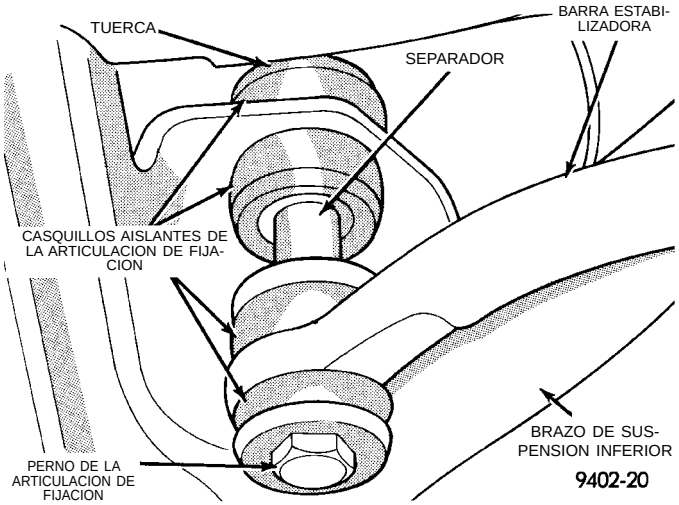

Fig. 41 Orientación del casquillo del conjunto de la articulación de fijación de la barra estabilizadora
(1) Si los casquillos de la articulación de fijación de la barra estabilizadora al brazo de suspensión inferior requieren reemplazo en el momento de la inspección, instale los casquillos antes de colocar la barra estabilizadora. Para informarse sobre la orientación correcta de los componentes del casquillo de la articulación de fijación consulte la (Fig. 41).